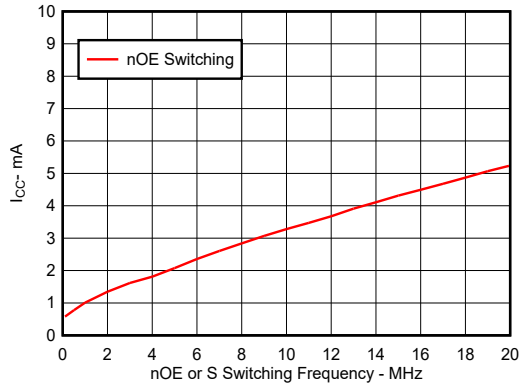

图 4-2. 典型的 I_{CC} 与 $\overline{OE}$ 开关频率间的关系
(1) V_{IN} 和 I_{IN} 以控制输入为基准。V_I、V_O、I_I 和 I_O 以数据引脚为基准。
(2) 所有典型值均在 V_{CC} = 3.3V（除非另外注明）、T_A = 25°C 时测得。
(3) 对于 I/O 端口，参数 I_{OZ} 包括输入漏电流。
(4) 这是每个输入在指定 TTL 电压电平而不是 V_{CC} 或 GND 时电源电流的增加情况。
(5) 此参数指定与单个控制输入的工作频率相关的动态电源电流（请参阅图 4-2）。
(6) 在通过开关的指示电流下，由 A 和 B 端子之间的压降测量。通态电阻由两个（A 或 B）端子的较低电压决定。